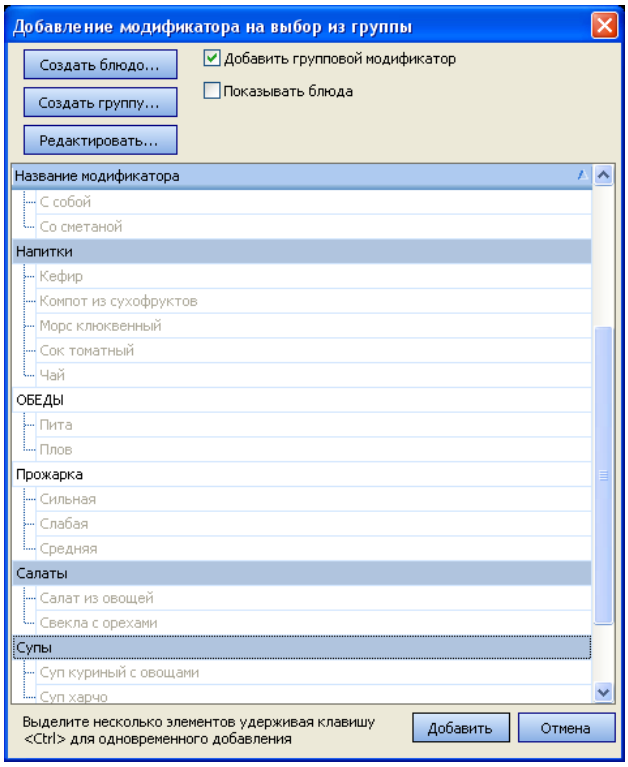

Рисунок 209 Окно Добавление модификатора на выбор из группы – добавление группового модификатора
4. В окне выбора модификаторов в поле **Добавить групповой модификатор** поставьте галочку. Из списка будут доступны только номенклатурные группы, содержащие модификаторы (см. Рисунок 209).